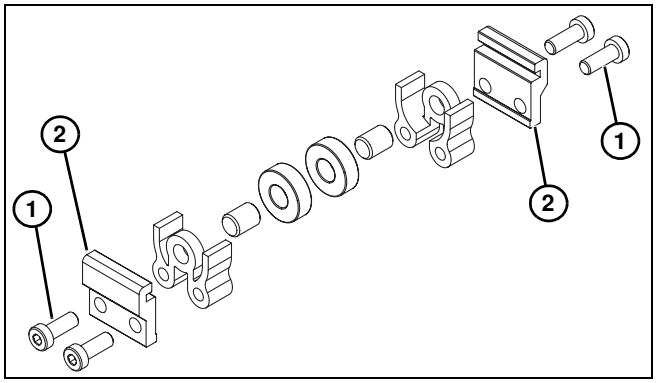
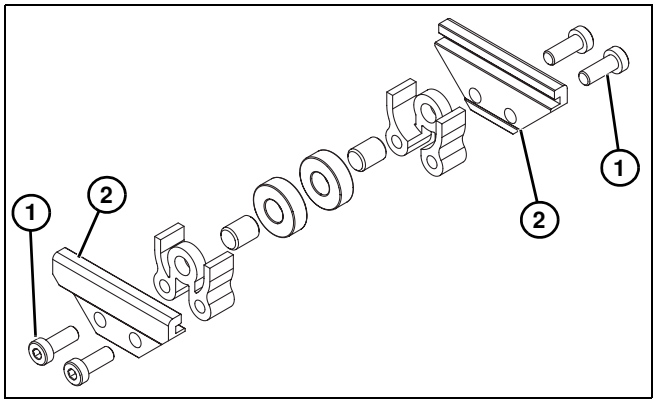

Abbildung 12
Abbildung 13
1. Umlenkrollen finden. Explosionsdarstellungen sind in Abbildung 12 & Abbildung 13 gezeigt.
2. Schrauben **(Abbildung 12, Teil 1)** & **(Abbildung 13, Teil 1)** und Klammern **(Abbildung 12, Teil 2)** & **(Abbildung 13, Teil 2)** von der Rollenbaugruppe entfernen.